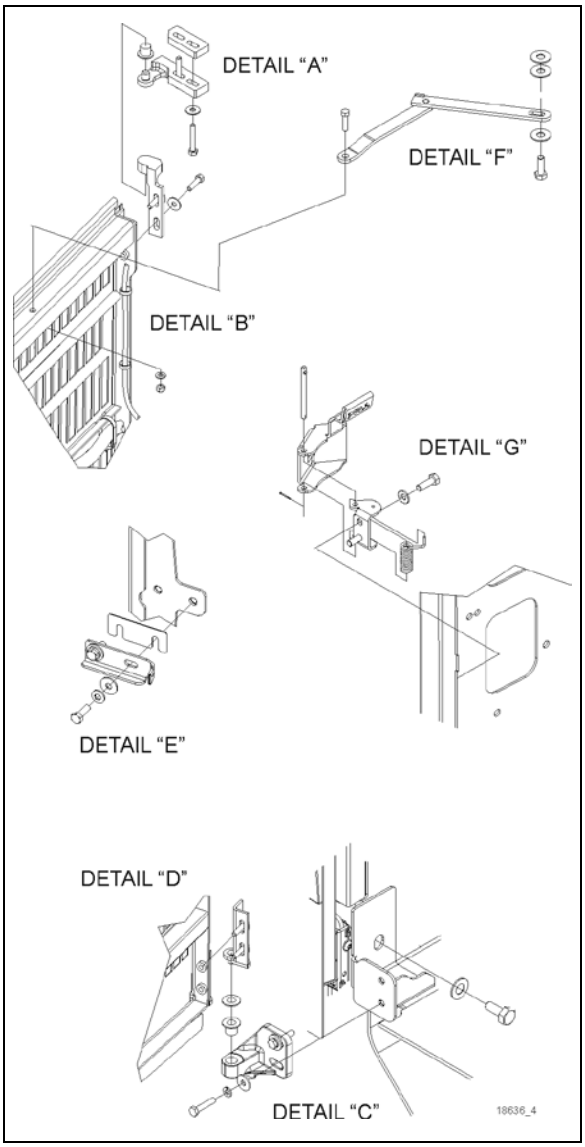

FIGURE 70: RADIATOR DOOR DETAILS
1. Loosen the bolts, (“A” & “C”, Figure 70) holding the hinge to the vehicle structure to shift the door "LEFT or RIGHT".
2. Loosening the bolts (“B” and “D”, Figure 70) allows the door to be shifted "UP or DOWN".
To adjust the latch mechanism (“E” and “G”, Figure 70) and the striker pin:
1. Open the door and slightly loosen the latch tab (“E”, Figure 70).